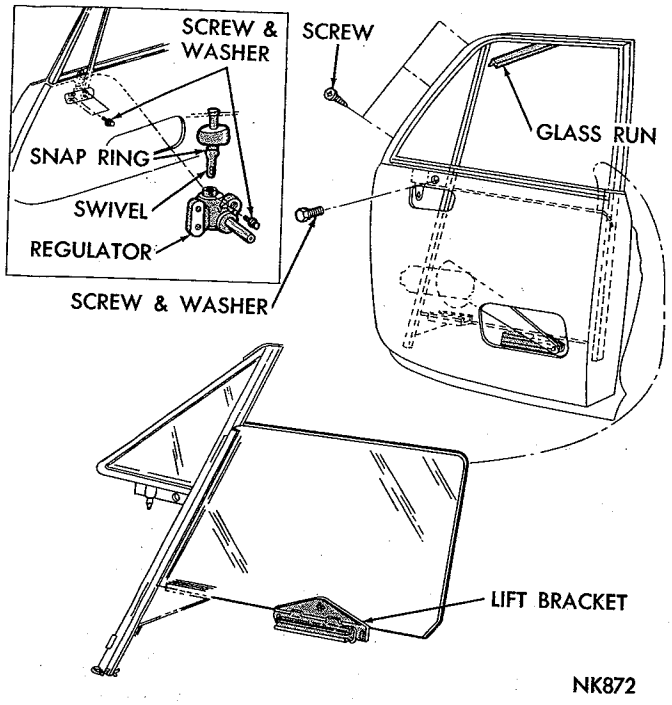
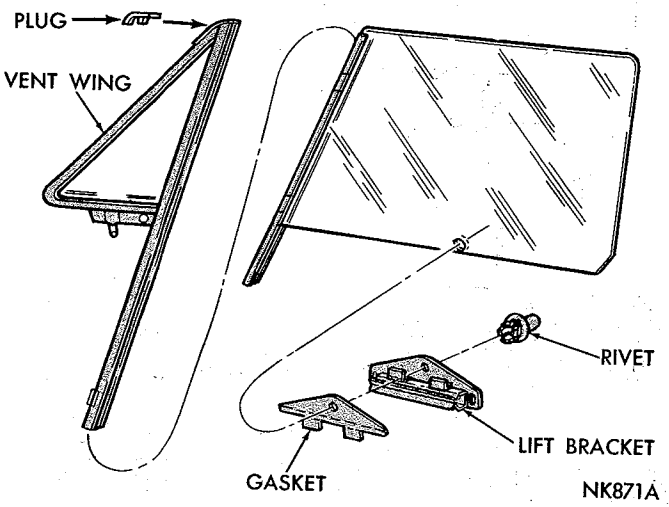

**Fig. 71—Vent Wing and Door Glass Attachment**
**Fig. 72—Glass Tilt Bracket**
To remove vent wing glass or weatherstrip after vent wing assembly has been removed it is necessary for the swivel assembly to be removed from the regulator pivot (Fig. 71).
(1) Lower door glass fully and remove approximately four (4) inches of glass run at forward end (Fig. 71).
(2) Remove screws attaching vent wing to end facing of door and to belt line.
(3) Move glass forward and disengage regulator arm from the lift bracket and guide assembly.
(4) Remove screw attaching vent wing swivel to vent wing regulator (Fig. 71).
(5) Remove glass and vent wing assembly from door.
(6) Remove cotterpin from lower end of division channel (Fig. 72) and separate door glass and vent wing assembly.
(7) Remove plastic rivet attaching lift bracket and guide assembly to glass and remove assembly (Fig. 72).
(2) Position lift bracket and gasket on glass and install retaining rivet (Fig. 72) and assemble door glass in vent wing channel. Install cotter pin.
(3) Lubricate sliding surfaces of lift bracket.
(4) With regulator in fully down position, install vent wing and door glass assembly into door and position vent wing pivot swivel assembly into vent wing regulator.
(5) Position regulator arm roller into glass lift bracket and move glass rearward into glass run channel.
(6) Install vent wing attaching screws at face and belt line areas of door.
(7) Install vent wing pivot swivel to regulator screw.
(8) Install front end of glass run at forward end.
(9) Adjust door glass.